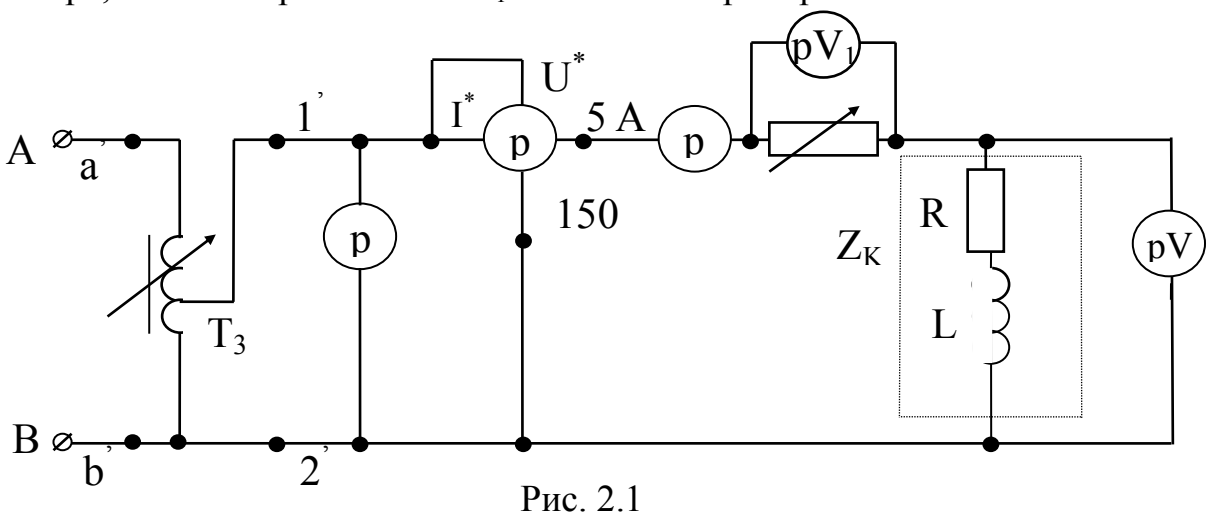

Рис. 2.1
1. Соберите цепь по схеме рис. 2.1.